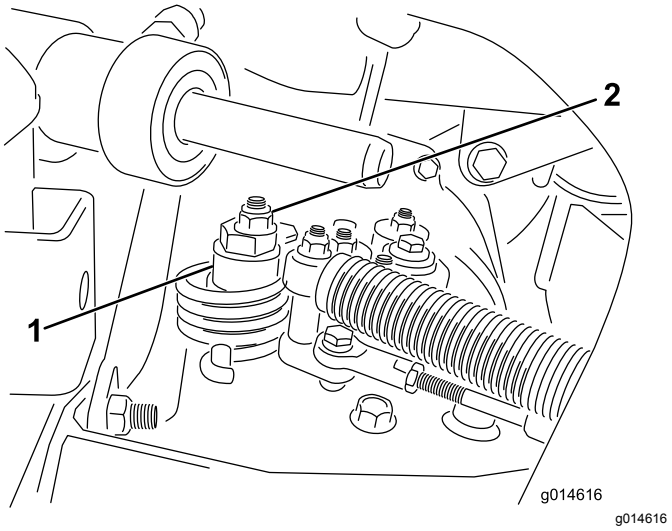

Figure 51
A. Desserrez l'écrou de fixation de l'excentrique en haut de l'hydrostat (Figure 51).
C. Tournez l'excentrique jusqu'à ce que la roue ne tourne plus dans aucune direction. Lorsque la route arrête de tourner, serrez l'écrou pour bloquer l'excentrique et le réglage (Figure 51). Vérifiez le réglage avec la commande d'accélérateur en position Bas régime, puis Haut régime.